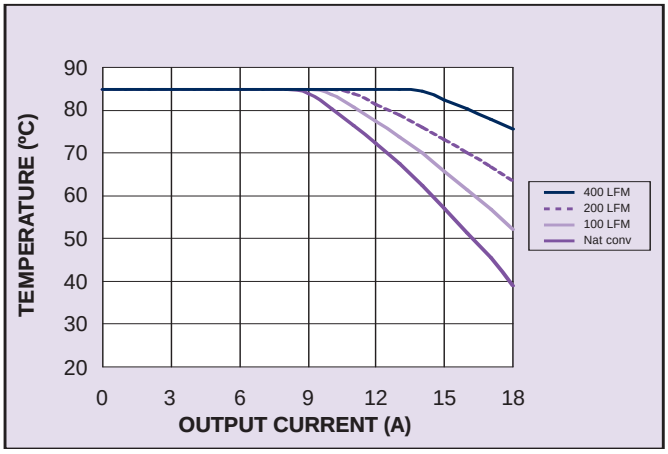

Figure 1 - Safe Operating Area
2. See Figure 1 for safe operating curve.